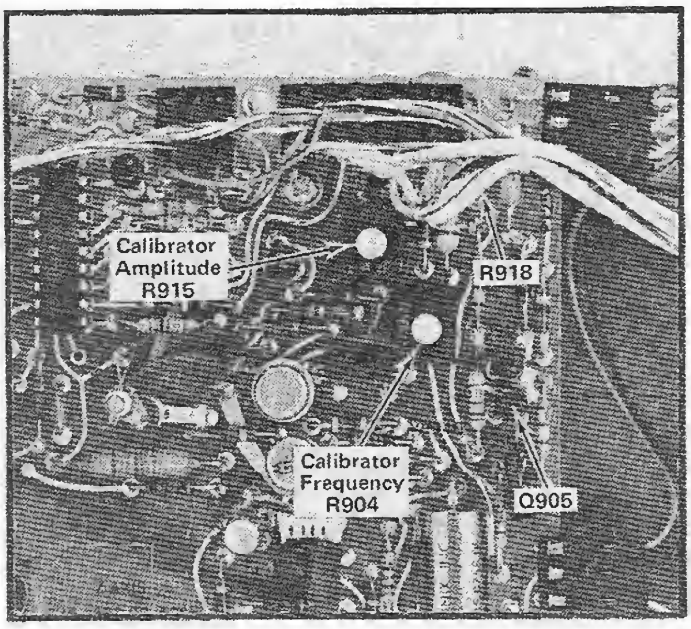

Fig. 5-13. Location of Calibrator circuit components.
a. Remove Q905 from its socket (see Fig. 5-13).
d. ADJUST–R915 (see Fig. 5-13) for a DC voltage measurement of 0.6 volt.
a. Connect a 10X probe (432 standard accessory) to the CH 1 input connector. Connect the tip of the probe to the top of R918 (see Fig. 5-13).
h. ADJUST–If the limits of the CHECK– step are not met set the TRIGGER SOURCE to CH 1, TRIGGER COUPLING to AC, and the TIME/DIV to .2 ms. Adjust the TRIGGER LEVEL control for a stable display and adjust Calibrator Frequency adjustment R904 (see Fig. 5-13) for minimum drift of the time marks across the calibrator waveform. Recheck repetition rate accuracy in the manner given in steps a through g.